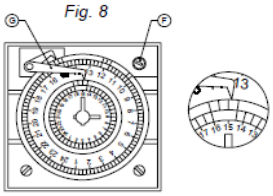

Fig. 8
To set the hour use the activating knob (F) of spheres and hands of the clock but avoid touching these directly. To set the hour use the arm (G) as well the hands. For example: if we want to set 15 hours the arm(G) must be at 15 and the hands will be at the position indicated on Fig. 8.